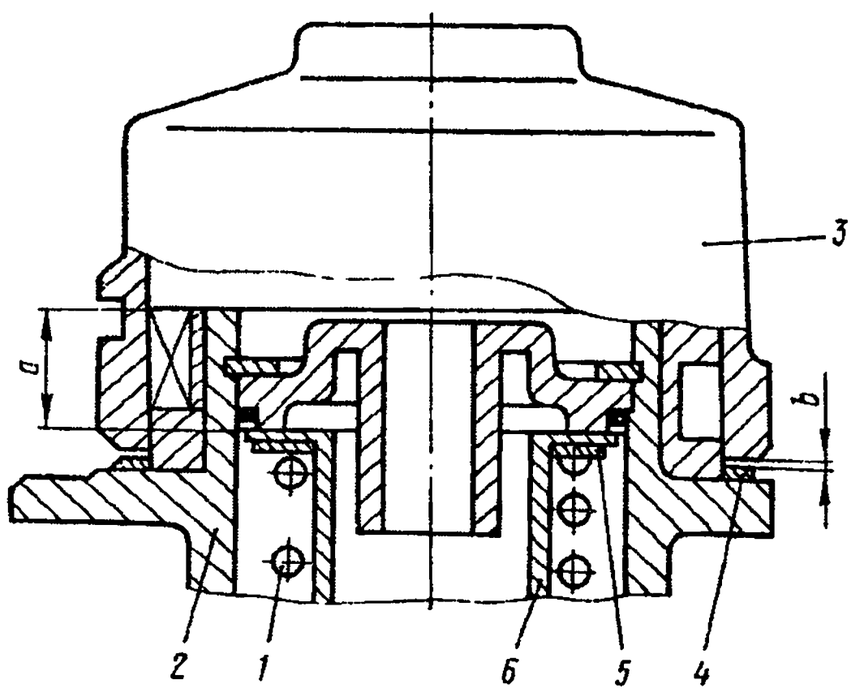

Рис. 311. Регулировка зазоров крана управления стояночной тормозной системой:
1. После установки пружины *1* (рис. 311) и тарелки *6* сожмите пружину до размера $a=13{,}7_{-0{,}1}$ мм от верхнего торца корпуса *2* до верхнего торца тарелки *6*, при этом усилие пружины должно быть равно 127,5—152,0 Н (13,0—15,5 кгс). Если это усилие меньше 127,5 Н (13,0 кгс), то, установив на место позиции *5* шайбы (дет. 100-3537095 или 100-3537097), доведите усилие пружины до требуемой величины. Установка одной шайбы (дет 100-3537095) увеличивает усилие пружины на 41,7 Н (4,25 кгс) и обеспечивает падение давления на 34,3 кПа (0,35 кгс/см²), а установка одной шайбы дет. 100-3537097 увеличивает усилие пружины на 25,0 Н (2,55 кгс) и обеспечивает падение давления на 20,6 кПа (0,21 кгс/см²).